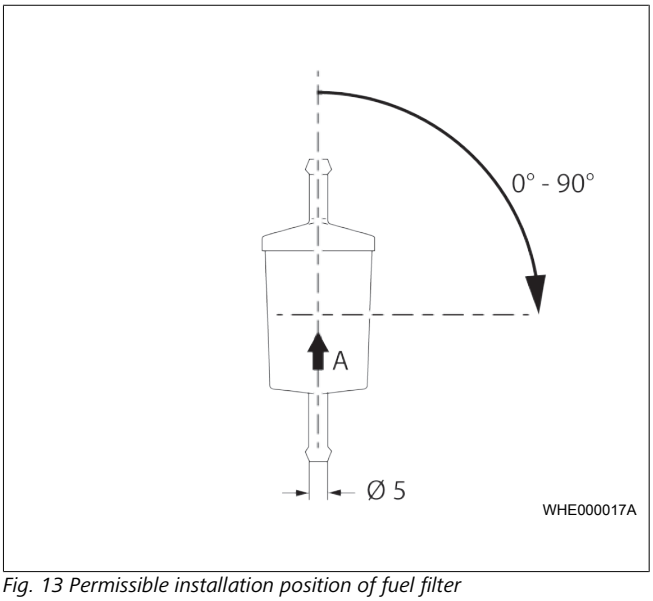

*Fig. 13 Permissible installation position of fuel filter*
- ▶ Ensure the correct installation position. Pay attention to the direction of flow of the fuel (arrow) in Fig. 13.